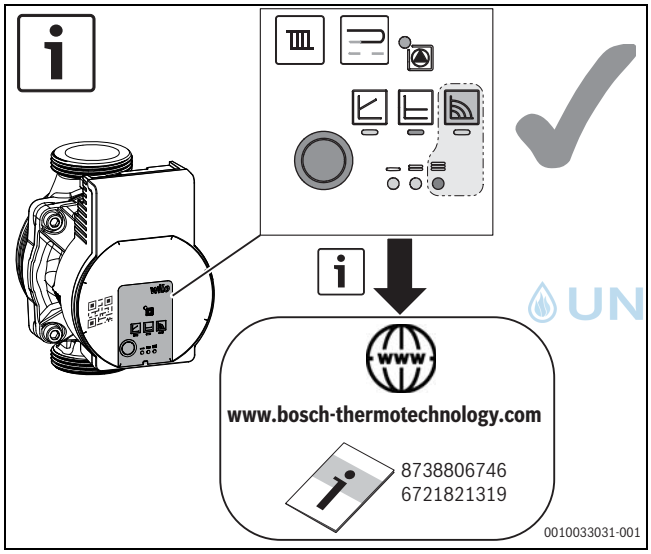

Bild 13 Einstellung der Pumpe (Beispiel)
- Pumpe auf Stufe 3 einstellen (→Bild 13).